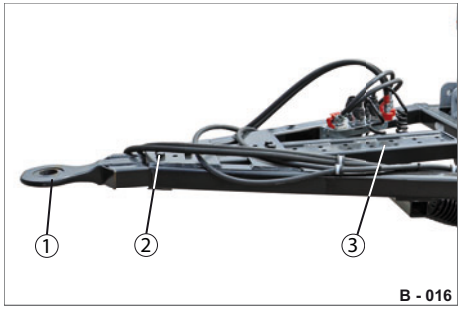

Abb. 29 Zuggabel - Variante 1
- ▶ Demontieren Sie die Schrauben-Verbindungen (Abb. 29/2).
- ▶ Schieben Sie das Verstellrohr (Abb. 29/3) mit der Zugöse (Abb. 29/1) auf die erforderliche Länge ein / aus.